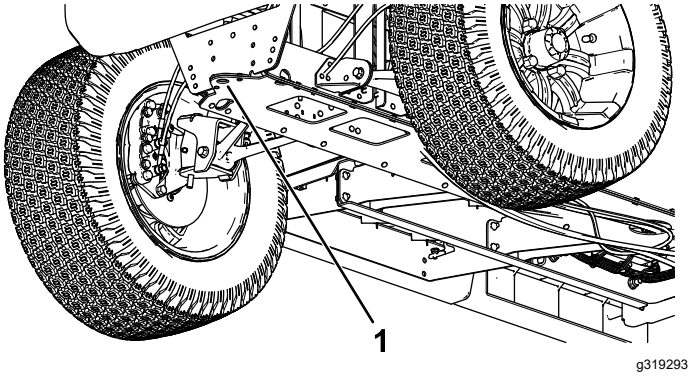

Figuur 26
- Het hefpunt vooraan de machine bevindt zich aan de voorzijde van het frame, achter de sleeplip (Figuur 26).